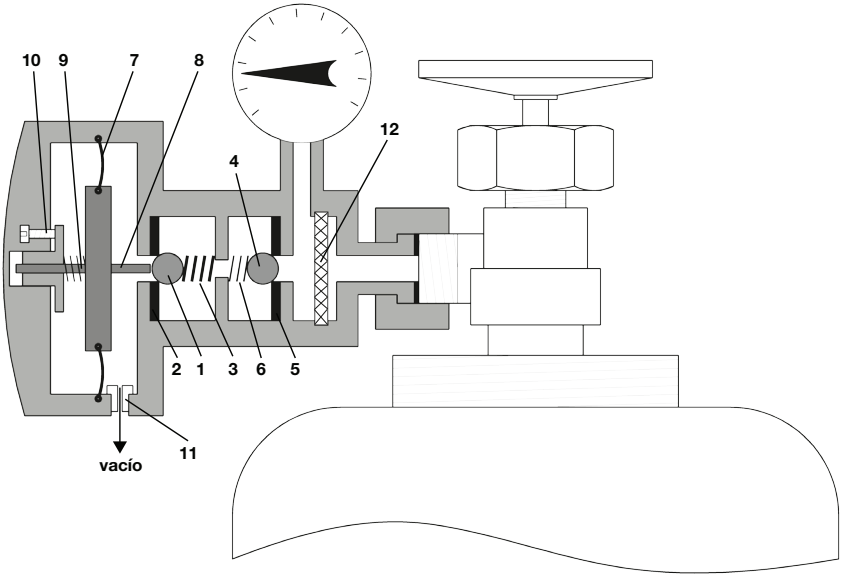

Fig. 1: Dibujo de sección del C 2213
La esfera se encuentra en estado inicial ① (véase Fig. 1)sobre el asiento de válvula ②. El muelle de cierre ③ y la presión de la bombona de cloro la presionarán en su sitio y así cierra sistema. Tras conectar el inyector (bomba de chorro de agua) se forma un vacío. Éste crea en la membrana de trabajo ⑦ del reguladorde vacío un fuerza hacia la derecha. Dicha fuerza pasa mediante el pasador de válvula ⑧ sobre la esfera de válvula ① y de este modo deja entrar el cloro gaseoso en el sistema devacío. Si se interrumpe el vacío la esfera de la válvula retrocede y cae bruscamente sobre el asiento de la válvula parando el flujo de cloro gaseoso.